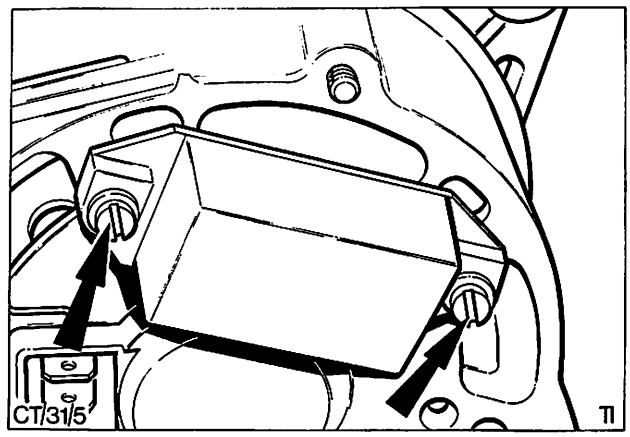

Abb. 31 Regler-Halteschrauben
3. Halteschrauben des Reglers entfernen, Abb. 31, und Regler herausziehen.